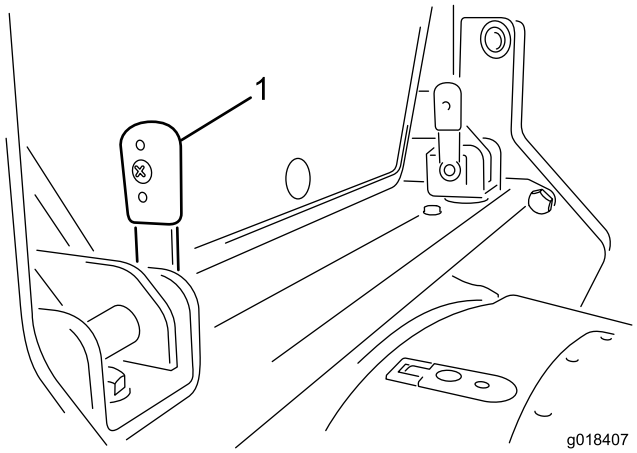

Figuur 16
1. Draai de twee grendels op de dwarsstang achteraan de cabine omhoog (Figuur 16).
3. Duw de verticale hendels (Figuur 16) door de beugels. Misschien moet u de hendels heen en weer bewegen in de beugels om de borgpennen uit te lijnen met de openingen.